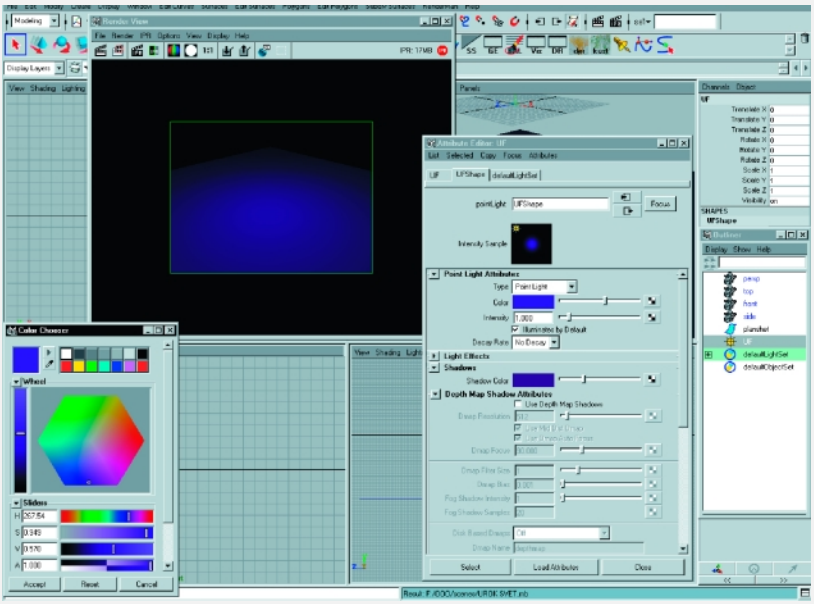

Рис. 1.
3. Отрендерим то, что сделано. Щелкните по хлопушке с буквами IPR (вверху справа). Теперь яркость можно подрегулировать «вживую» (рис.1.).